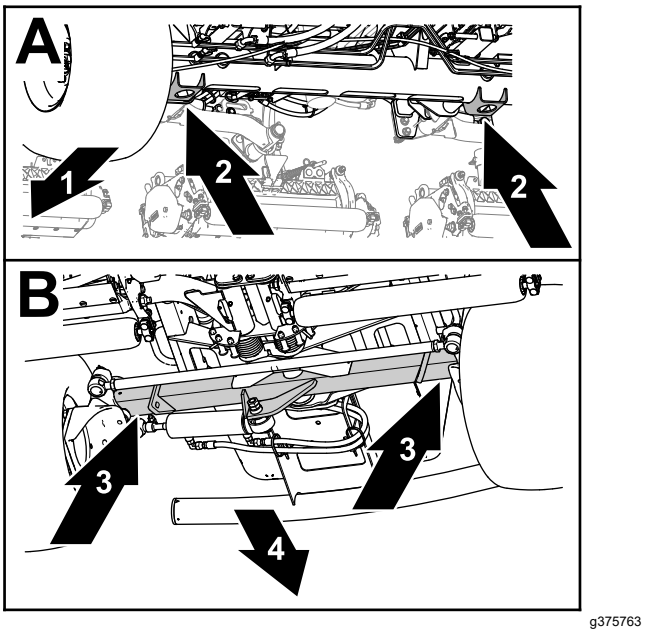

Figur 69
- Fram – domkraftsfästena på framaxelröret (Figur 69).